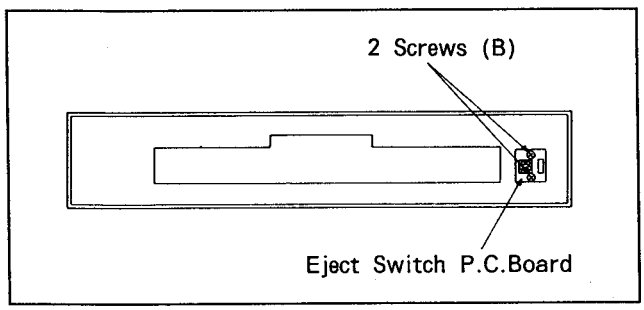

Fig. 6-19-2 Eject Switch P.C.Board Removal
2. Unscrew 2 screws (B), then remove the Eject Switch P.C.Board shown in Figure 6-19-2.